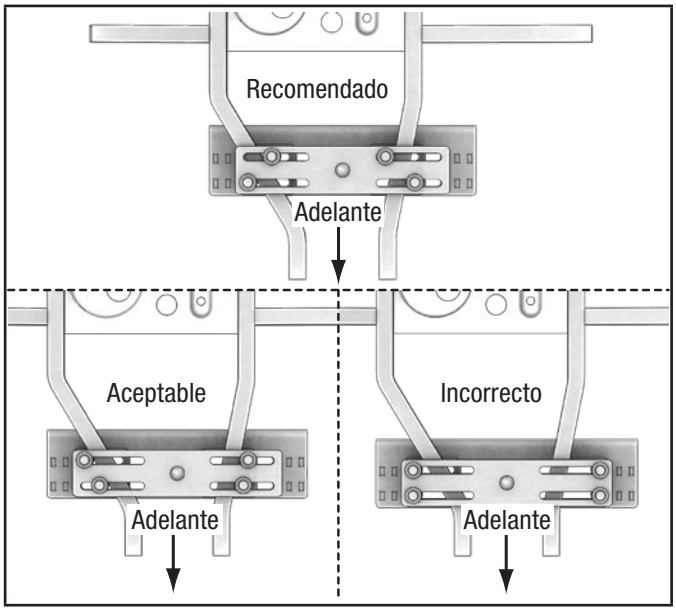

Figura 24 - Colocación del sujetador
2. Coloque la placa del soporte superior (2) sobre el marco en la locación detrás de las llantas donde el marco se enancha. Refiera a la figura 24 para la mejor colocación de sujetador.